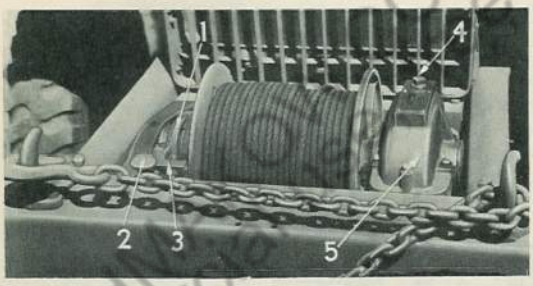

Fig. 4—General View of Winch
4. Cable Chain—Another safety hazard is a winch cable chain that is permitted to hang freely. Serious damage could result from chain snagging onto road obstructions, rocks, etc. Always have chain looped and hooked to tow hooks when not in use, as illustrated in Fig. 4.